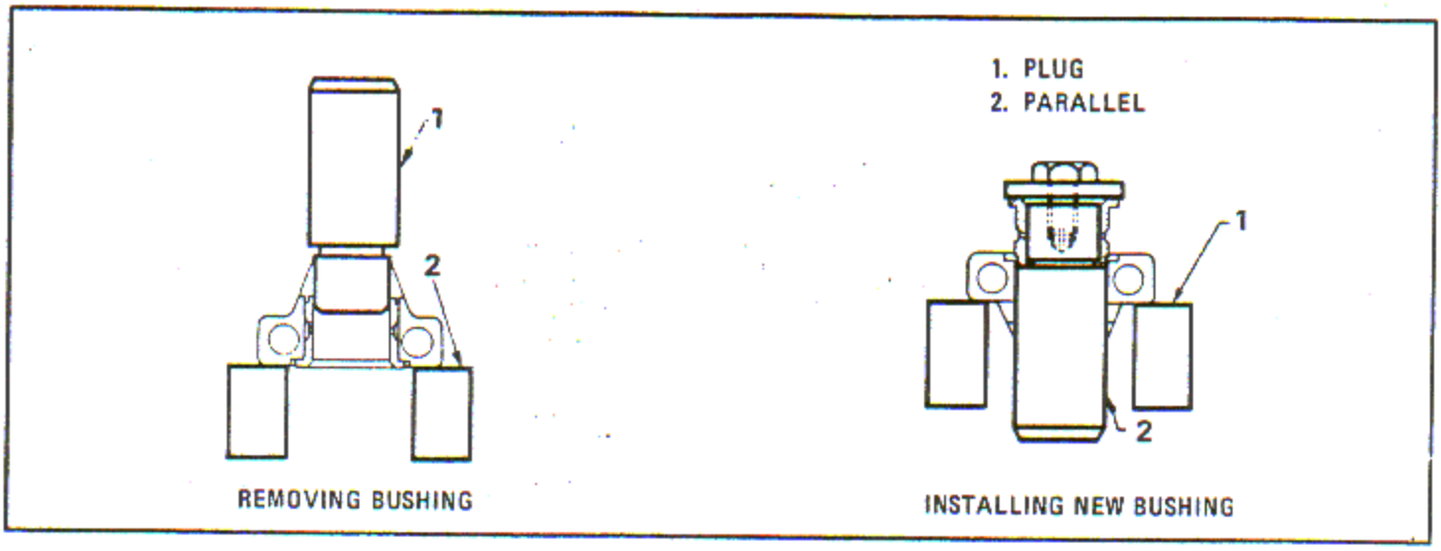

Figure 6-46. Removing Scavenge Pump Drive Shaft Gear Bushing and Installing New Bushing
6-249. Remove Bushing. Place the cam and oil sump scavenge pump drive support on parallels (2, figure 6-46) and press out the bushing using plug (1) as shown.